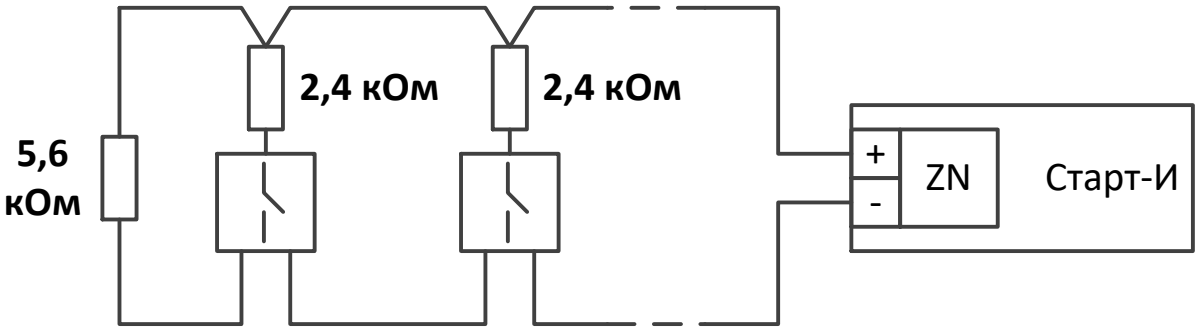

Рис. 17.
- Схема подключения нормально разомкнутых пожарных извещателей с выходом типа "сухой контакт" (тип ШС – пожарный дымовой) представлена на рис. 17.